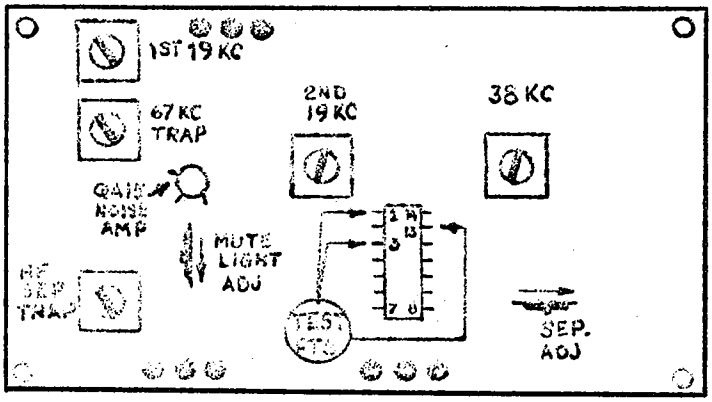

FIG 1
1. With the two pots at max in direction shown by Fig. 1, prepare to align the 67 Kc trap and the HF SEP trap. Tune to a signal modulated with 67 Kc and with a low capacity troubleshooting probe on pin 3, adjust the 67 Kc trap for minimum output. Leave probe on pin 3, insert composite stereo signal and adjust HF SEP trap for a straight base line as shown in Fig. 4.